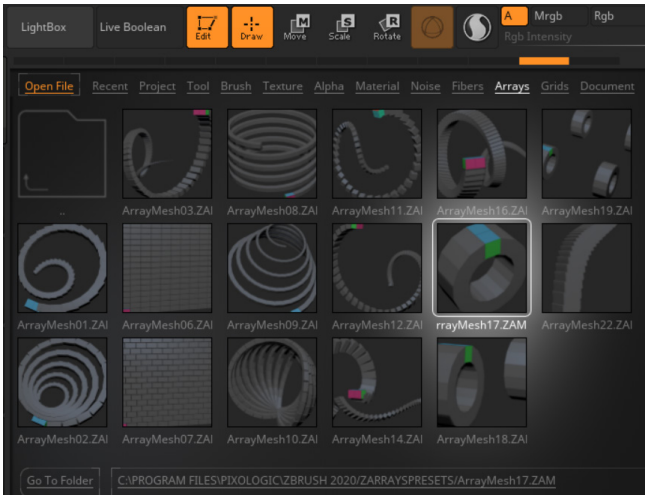

Figure 3-155 *The* ***ArrayMesh17.ZAM*** *file chosen from the* ***Arrays*** *browser*
2. Choose the **LightBox** button; the **LightBox** browser is displayed. Next, choose the **Arrays** tab and then double-click on **ArrayMesh17.ZAM** in the **Arrays** presets of the **LightBox** browser, refer to Figure 3-155. The arrayed flower mesh is displayed as a ring. Next, in the **Array Mesh** subpalete, choose the **SwitchYZ** button; the ring like structure is created in the YZ direction.